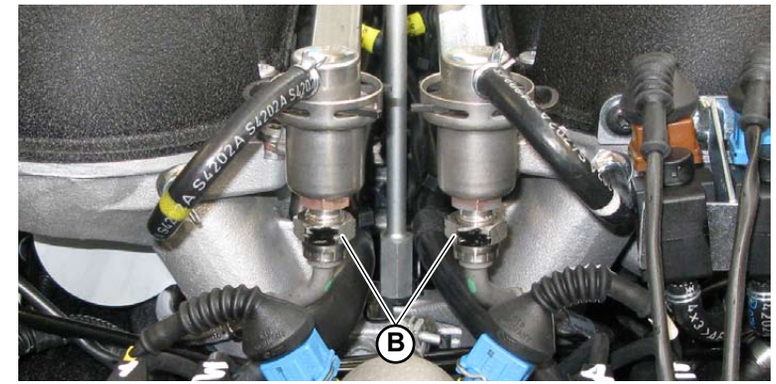

Fig.4
2. Disconnect the fuel return pipes (**B-Fig.4**).